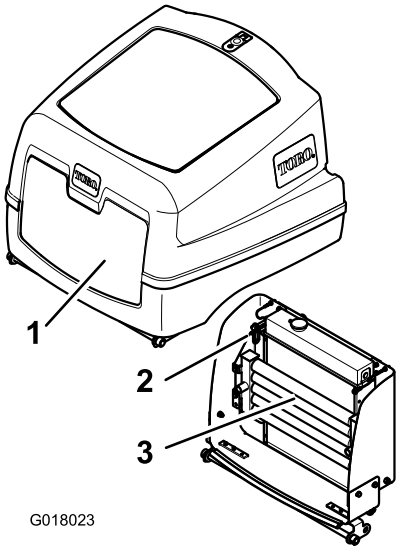

Figur 48
4. Lossa spärren och öppna motorhuven (Figur 48).